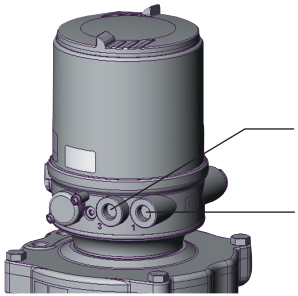

Fig. 16: Raccordement pneumatique du type 8686
→ Monter la conduite d'évacuation d'air ou un silencieux sur le raccord d'évacuation d'air (3) (voir « Fig. 16: Raccordement pneumatique du type 8686 »).